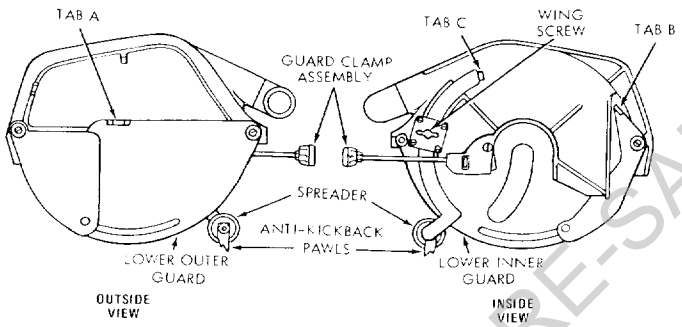
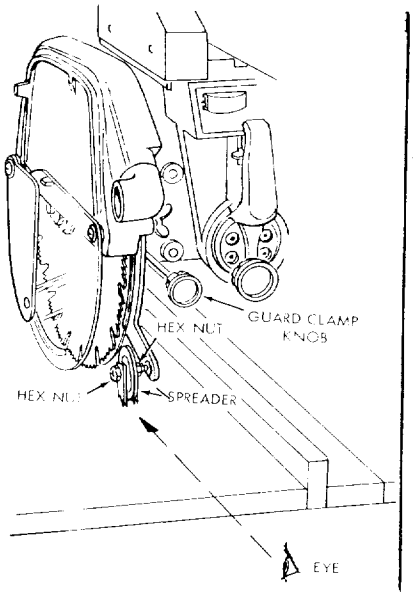
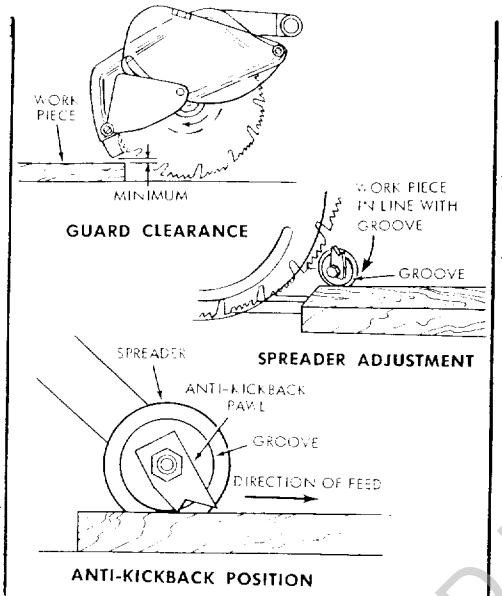

Figure 49
Figure 50
Figure 51
e. The lift-tabs (A and B, figure 49) on the guard assembly are provided for use under certain conditions. In order to prevent the inner or outer lower guards from binding **(with power off)**, lift lower guards with tabs (A or B, figure 49) while lowering the saw blade to the table in a bevel position.
a. Loosen the wing screw and with tab (C, figure 49)
b. Sight (visually) to check for proper alignment of spreader with saw blade, as shown in figure 50. If the spreader is not aligned, adjust it as follows:
(1) Loosen two hex nuts, one on each side of spreader figure 50).
(2) Rotate hex nuts with fingers until the spreader is directly in line with saw blade.
(3) Tighten both hex nuts firmly.
e. Place the workpiece to be ripped in the position shown in figure 51 (top illustration).
f. Loosen the guard clamp knob (figure 50) and rotate the guard so that it just clears the work-piece (figure 51). Tighten the guard clamp knob.
g. Move the workpiece to the location shown in figure 51 (middle illustration).
h. Loosen the wing screw (figure 49) and with tab "C" position the anti-kickback and spreader assembly until the groove on the spreader is even with the top surface of the workpiece. (See figure 51). Tighten the wing screw.
i. Before making the cut, check the effectiveness of the anti-kickback pawls by sliding the workpiece under the pawls in the direction of feed and then attempting to slide it in the reverse direction — the direction of kickback. If the pawls do not catch, readjust with wing screw and tab "C" (figure 49).